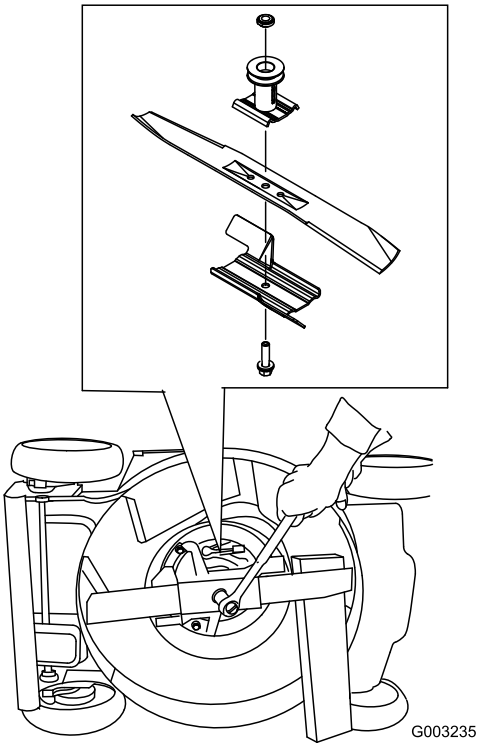

Figura 38
3. Usate un blocco di legno per tenere ferma la lama (Figura 38).